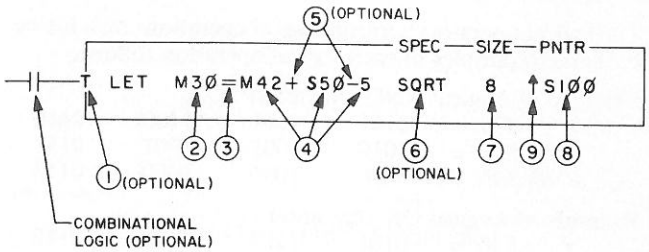

Figure 14.1 — Matrix LET Instruction
A matrix is defined as a group of consecutive registers. The general format of a matrix LET instruction is shown in Figure 14.1. A matrix LET instruction can contain a matrix on one or both sides of the equal sign.
7. This entry determines the size of the matrix. This value specifies how many consecutive registers, starting with the register addresses preceded by an "M", will be used in the matrix operation. For example, in Figure 14.1 the SIZE is eight, thus the registers in each matrix will be as follows: